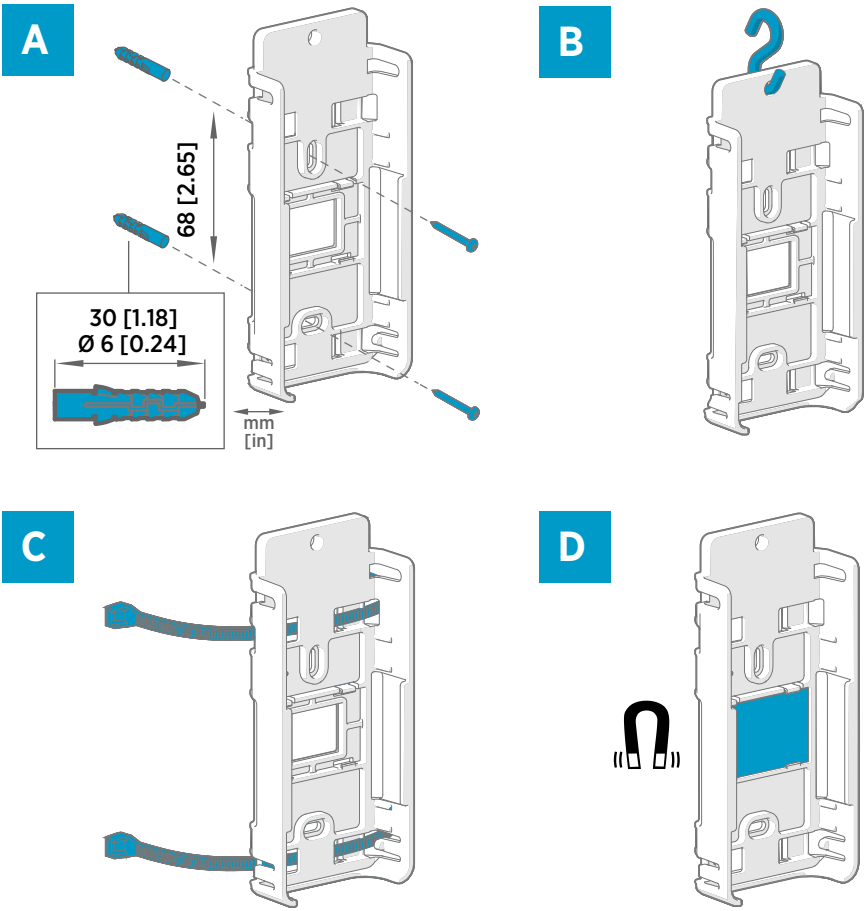

Figure 11 RFL100 mounting methods
2. Attach the mounting bracket using one of the mounting methods shown in Figure 11 (page 38). Orient the bracket vertically so that the probe or extension cable points down after installation. Do not attach RFL100 without the mounting bracket.